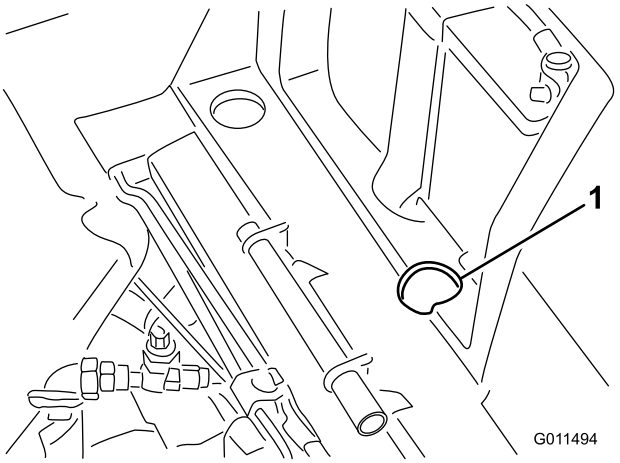

Figura 31
1. Levante el asiento y retire la tapa de la batería. La válvula auxiliar está situada delante de la batería (Figura 31).